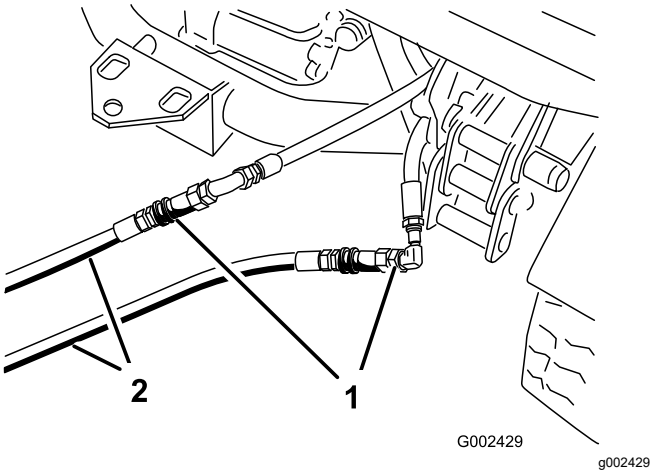

**Bild 72**
3. Schließen Sie an der defekten Maschine die beiden Überbrückungsschläuche an die Schläuche an, die abgeschlossen wurden (Bild 72).